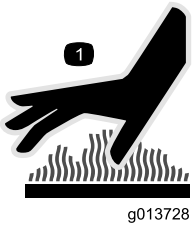

Figur 3
- Röra aldrig vid en varm motor eller ljuddämpare (Figur 3).